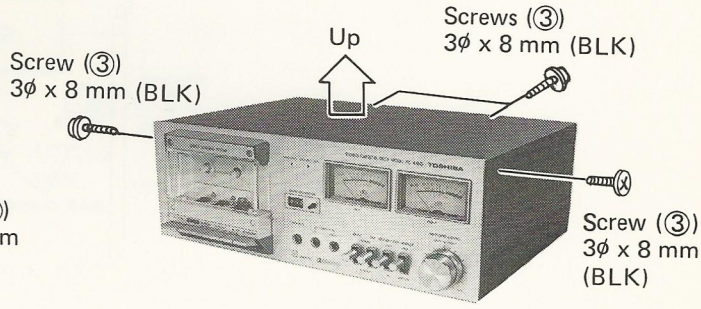

Figure 5
1. Remove 4 screws (③). See figure 5.